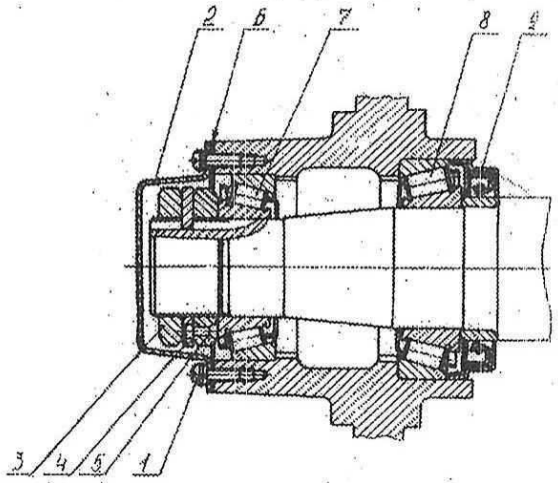

Рис. 7.5.
- отвернуть винты *1* (рис. 7.5) и снять крышку *2* ступицы;